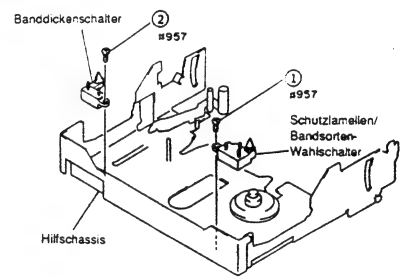
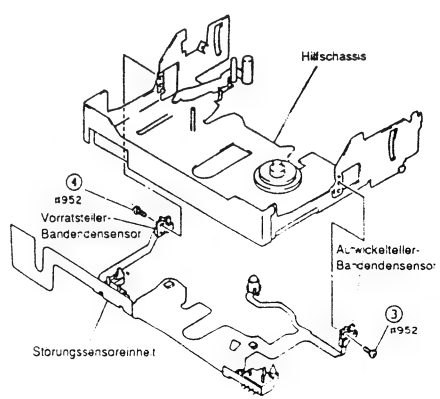

Abb. 2-60
Abb. 2-61
1) Eine (1) Befestigungsschraube des Schutzlamellen/Bandsorten-Wahlschalters entfernen (siehe Abb. 2-60).
2) Eine (1) Befestigungsschraube des Banddickenschalters entfernen.
3) Eine (1) Befestigungsschraube den Aufwickelteller-Bandendensensors entfernen (siehe Abb. 2-61).
4) Eine (1) Befestigungsschraube des Vorratsteler-Bandendensensors entfernen.